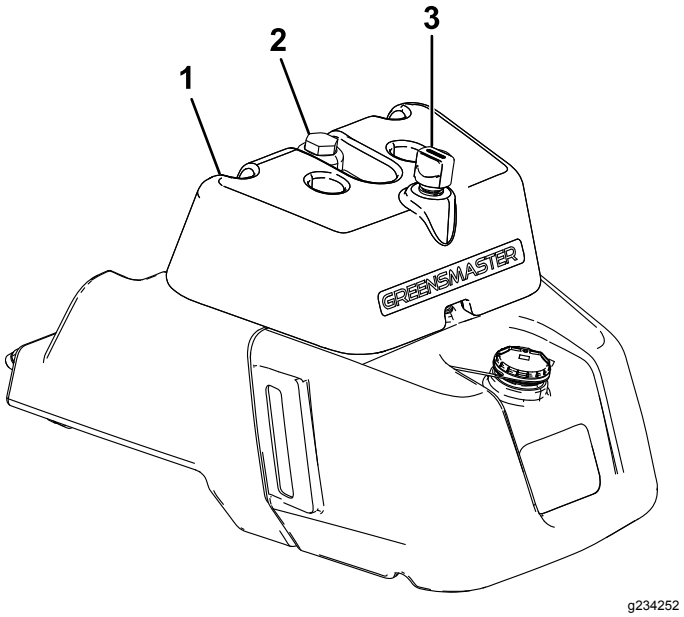

Figur 44
- Om tanken har ett inspektionsfönster kontrollerar du oljenivån där (Figur 44) och går vidare till steg 5.